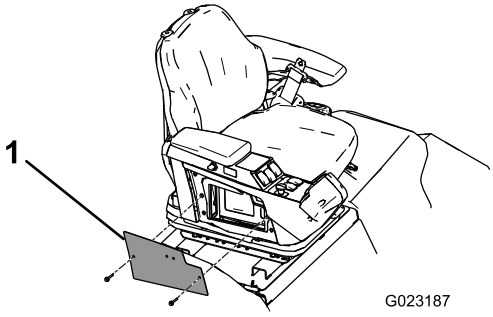

Figur 5
1. Afmonter de 2 bolte, der fastgør pladen til højre dæksel på styrearmen (Figur 5). Fjern pladen fra styrearmen.